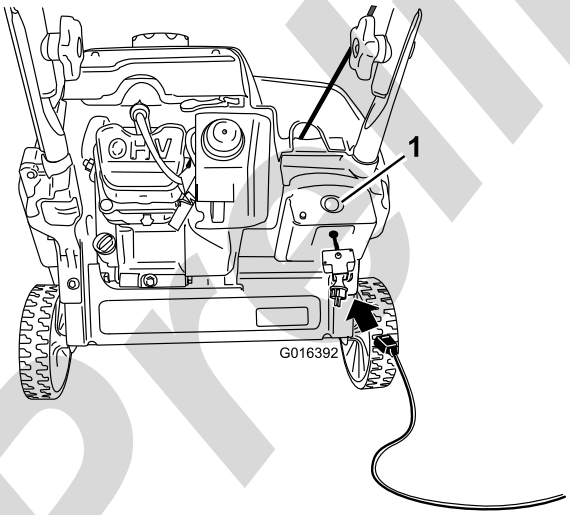
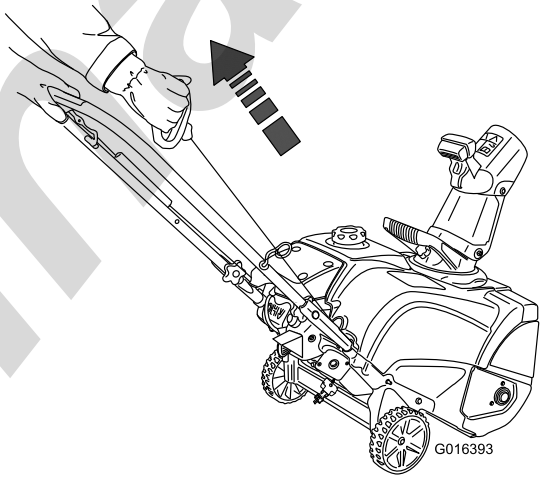

Figur 18
Figur 19
4. Forbind en forlængerledning til en strømkilde og sneslyngen, og tryk på elektrisk start-knappen (kun model 38283) (Figur 18), eller træk tilbageslagsstarthåndtag (Figur 19).